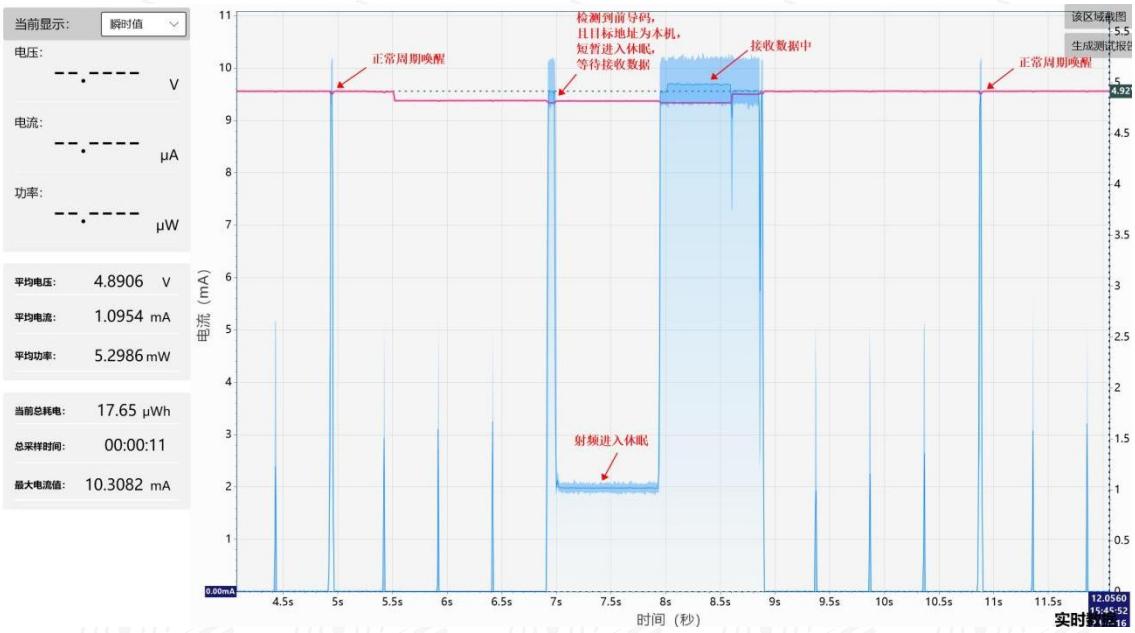
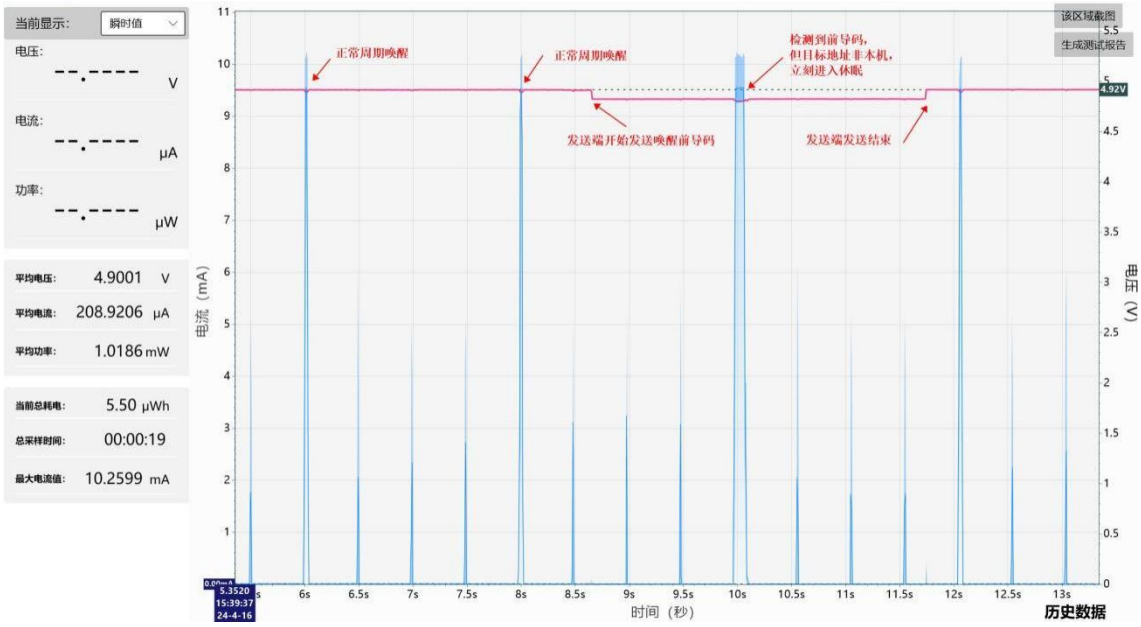

图 1 目标设备电流消耗图
图 2 非目标设备电流消耗图
- E290-xxxTxxx 支持单点唤醒功能，能单独唤醒某一模块，而不会唤醒所有模块。接收设备当为目标设备时其电流消耗图如下图 1 所示，其余非目标设置则会重新进入休眠状态如图 2 所示。